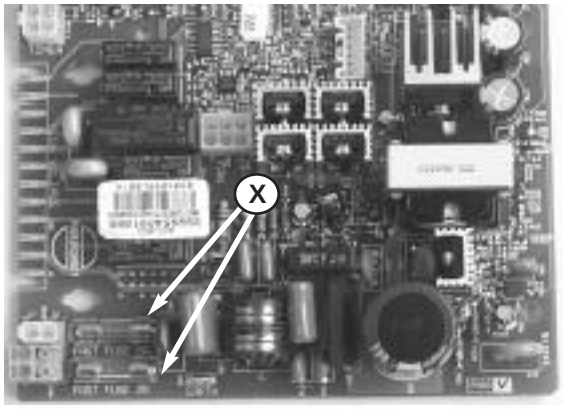

Fig. 111
2. Remove the fuses "**X**" (see Fig. 111)